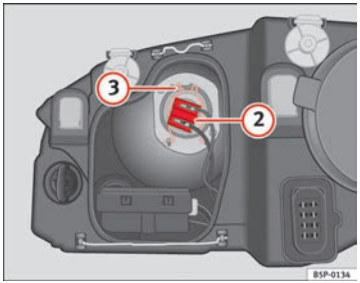

Fig. 184 Dipped beam headlights
– Remove connector ⇒ Fig. 184 (2) from the bulb.
– Unclip the retainer spring ⇒ Fig. 184 (3) pressing inwards to the right.